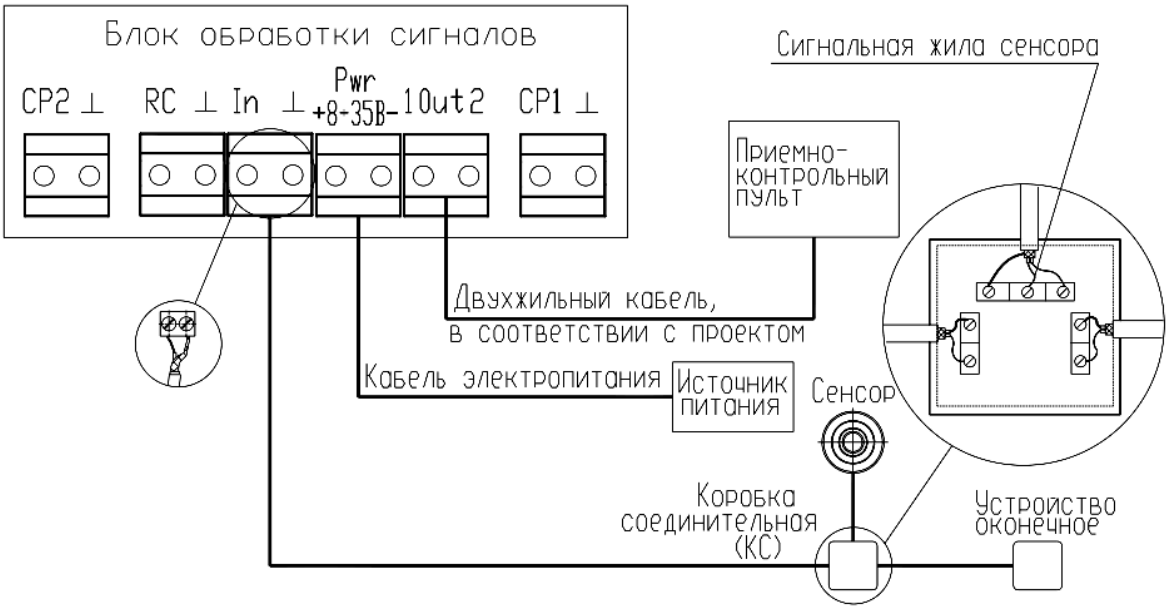

Рисунок 2.18
2.3.1.6 Схема электрическая подключения одного сенсора (рисунок 2.18) с применением коробки соединительной.